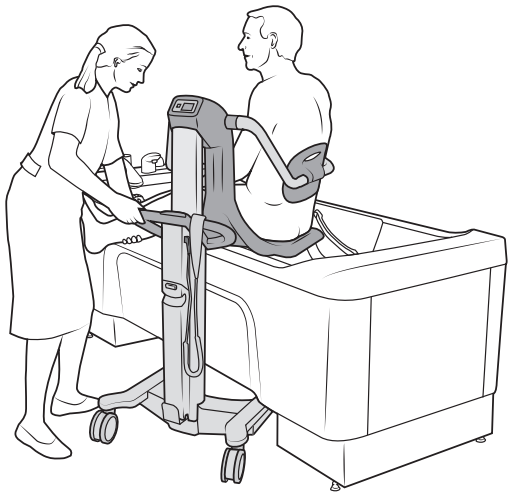

Abbildung 37
5. Dem Patienten helfen, seine Beine über den Wannenrand der Classic Line 2 Badewanne zu bewegen, während der Badesitzlifter von der Classic Line 2 Badewanne weggedreht wird. Sicherstellen, dass zwischen der Classic Line 2 Badewanne und dem Badesitzlifter ausreichend seitlicher Abstand vorhanden ist. Siehe Abbildung 37.